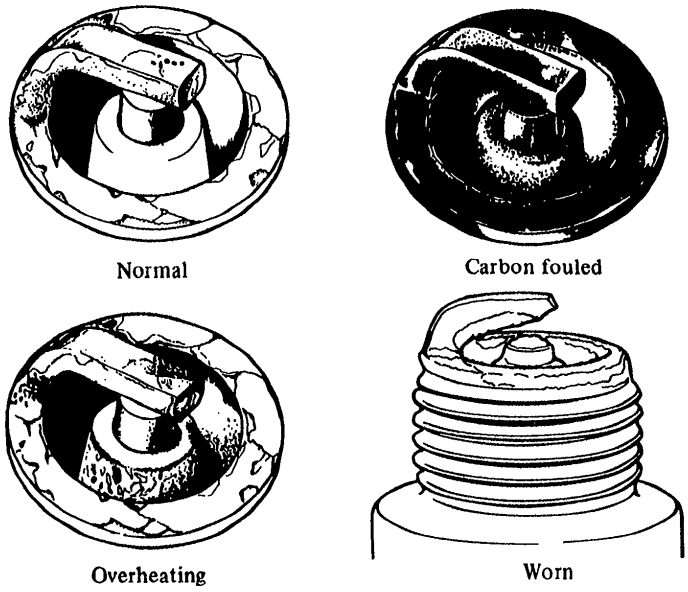

Fig. EE-82 Spark plug
3. Check electrodes and inner and outer porcelains of plugs, noting the type of deposits and the degree of electrode erosion. Refer to Figure EE-82.